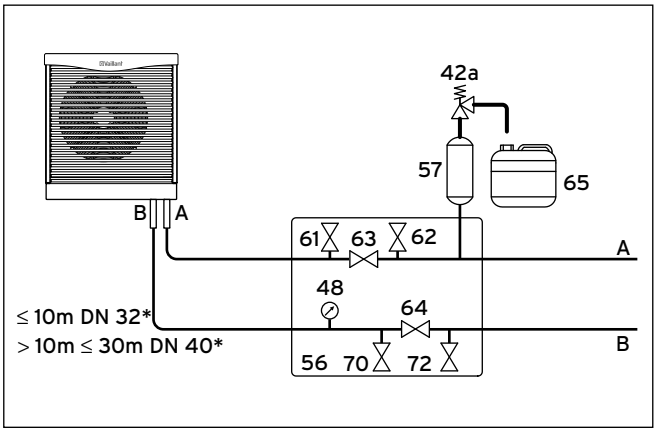

Abb. 5.5 Armaturen im Solekreis (* einfache Strecke)
- Installieren Sie den Sole-Auffangbehälter (→ **Abb. 5.5, Pos. 65**) drucklos am Sicherheitsventil (**42a**).